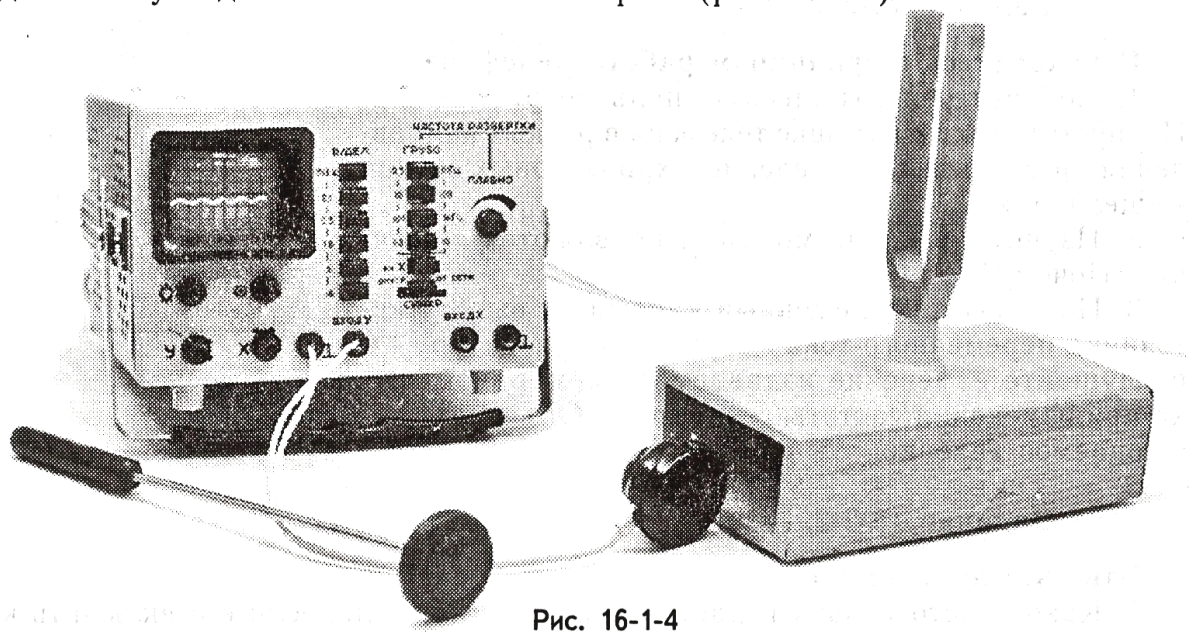

Рис. 16-1-4
3. Установите микрофон перед резонаторным ящиком камертона и наблюдайте синусоидальные колебания на экране (рис. 16-1-4).